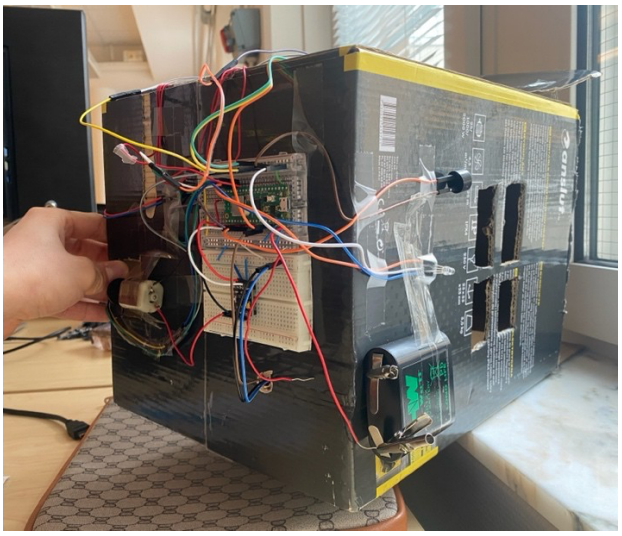

Figure 5.2,2.
For the DC motor's operation shown in Figure 5.2,1 and 5.2,2 parameters are established to dictate its activation, using stored light values for comparison to avoid unwarranted operation. Functions are then created to control the motor's direction, allowing for precise adjustments based on sensor inputs. To enhance the safety of the chickens an infrared (IR) sensor is integrated to detect motion, activating an alarm system comprised of a buzzer and LEDs for visual and auditory alerts upon detecting unauthorized entry. The culmination of this process is the seamless integration and communication between all components—ensuring a cohesive operation of the sensors, motor, and safety features, all orchestrated to respond dynamically to environmental changes, temperature variations, light conditions, and potential security threats. Full demonstration our project: Here